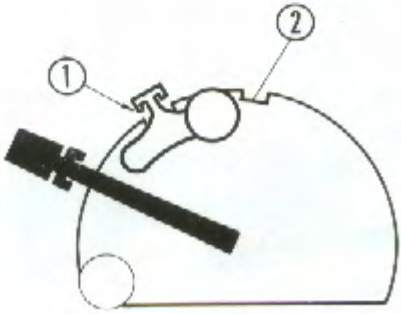

Fig. 69
— Amener l'index mobile en face de l'encoche (1) puis serrer le bouton moleté (fig. 69) qui facilite l'utilisation de la manette en lui évitant à chaque passage de s'engager dans l'encoche.